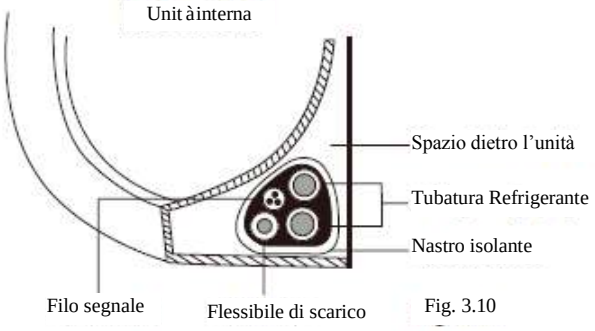

Fig. 3.10
1. Lega il flessibile di scarico, i tubi refrigeranti e il cavo segnale in conformità alla Fig. 3.10.
3. Usando nastro isolante, avvolgi il filo segnale, i tubi refrigeranti e il flessibile di scarico insieme saldamente. Ricontrolla che tutti gli elementi siano legati conformemente alla Fig. 3.10.